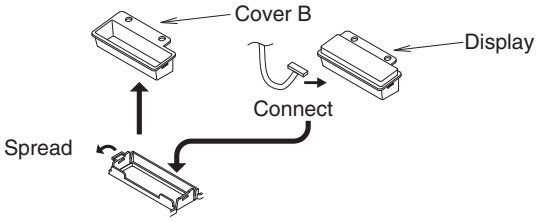

Fig. 3-21
(1) Cover B is fit into Cover A, so spread the points as indicated in figure 3-21 and remove it.